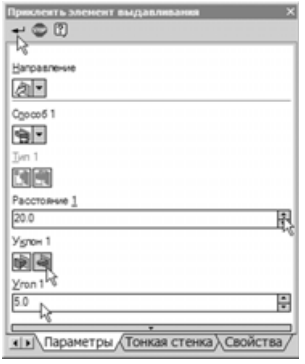

Рис. 2.73
- На панели свойств задайте **Прямое направление** и расстояние выдавливания 20 (рис. 2.73). Дополнительно в поле **Уклон 1** введите значение 5 и определите направление уклона, включив кнопку **Внутрь**. Нажмите кнопку **Создать объект**.